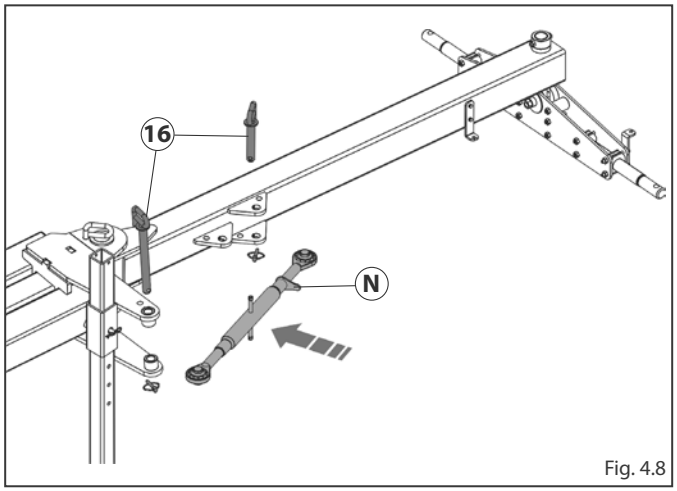

Fig. 4.8
- Fit the tie rod **N** fixing it with the pins **16** (Fig. 4.8).